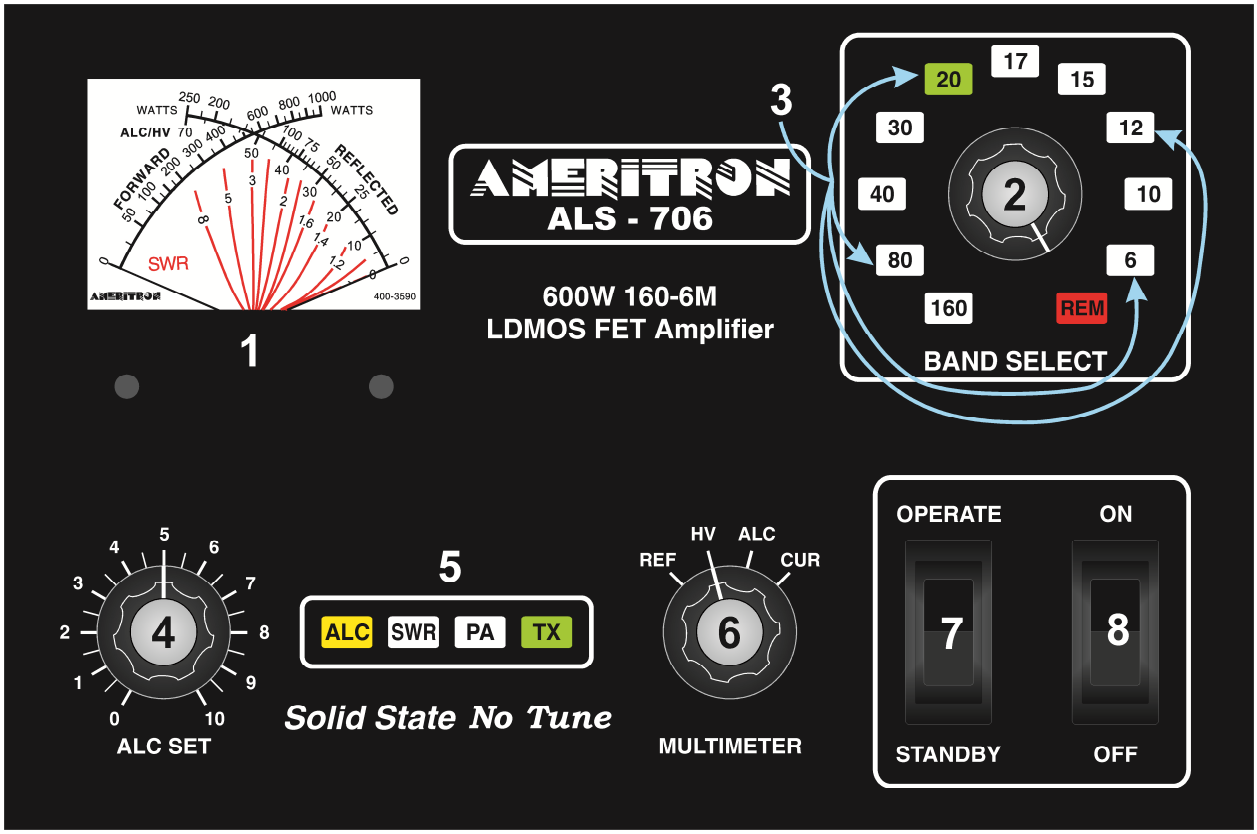

Figure 2 Front Panel
The meter's left scale-arc (Figure 2, ref 1) continuously indicates forward peak envelope power (PEP) output directly in watts. PEP has no fixed relationship to long-term average power except, for constant amplitude carriers like a steady CW carrier, when PEP and average powers are equal. PEP is the highest average power during one (or more) radio frequency cycle(s) at the modulation envelope crest.
This amplifier covers all Amateur Radio frequencies below 54 MHz, as restricted by FCC or your local governing authority. Once you have established proper connections, please set the amplifier BAND SELECT control (Fig. 2, ref 3) to one of the following bands: